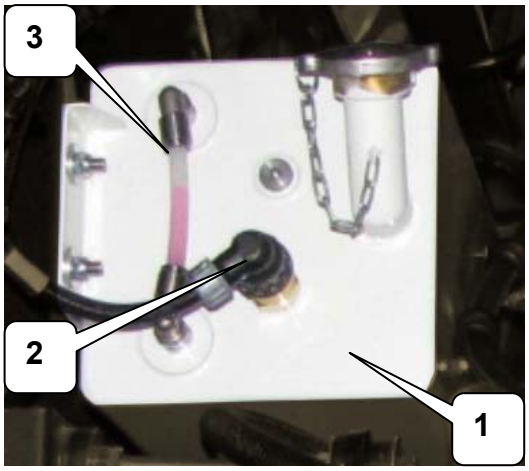

Rys. 11. Zbiornik wyrównawczy płynu chłodniczego - 1; czujnik minimalnego poziomu płynu chłodniczego - 2; rurka wskaźnikowa na zbiorniczku wyrównawczym – 3
- kontrolę ilości płynu chłodzącego na przezroczystej rurce wskaźnikowej przy zbiorniczku wyrównawczym (rys. 11),